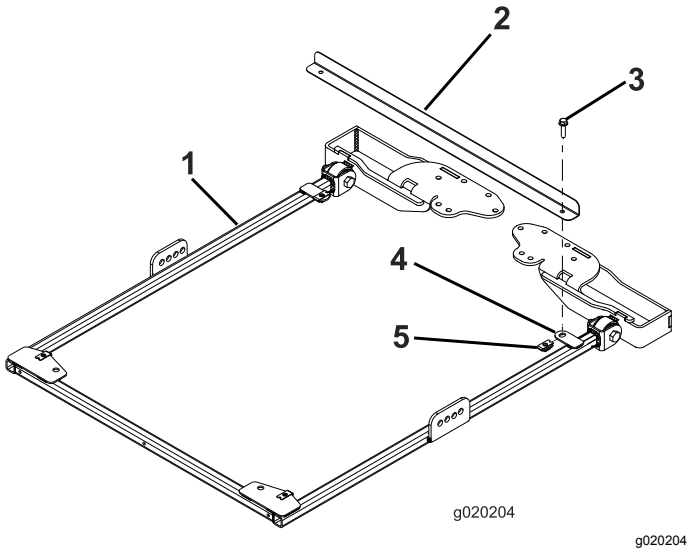

Figur 24
1. For at justere rammen korrekt skal rammejusteringsstangen fastgøres på monteringstapperne på bagsiden af solskærmens ramme med 2 flangehovedbolte (5/16 x 1-1/4 tommer) som vist i Figur 24.